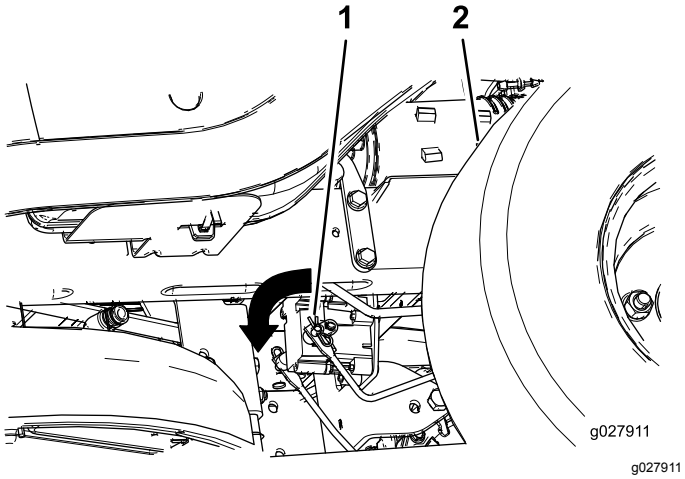

Figuur 50
2. Zoek de as van de elektrische rem waar de verbindingsarmen gekoppeld zijn (Figuur 50).